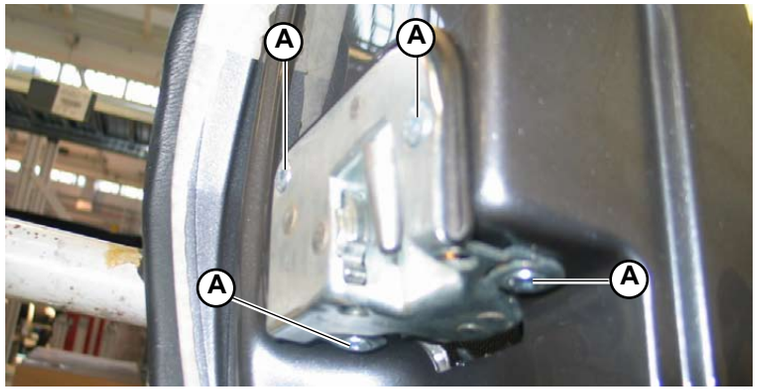

Fig.16
1. Secure the lock to the door using the 4 screws (**A-Fig.16**).